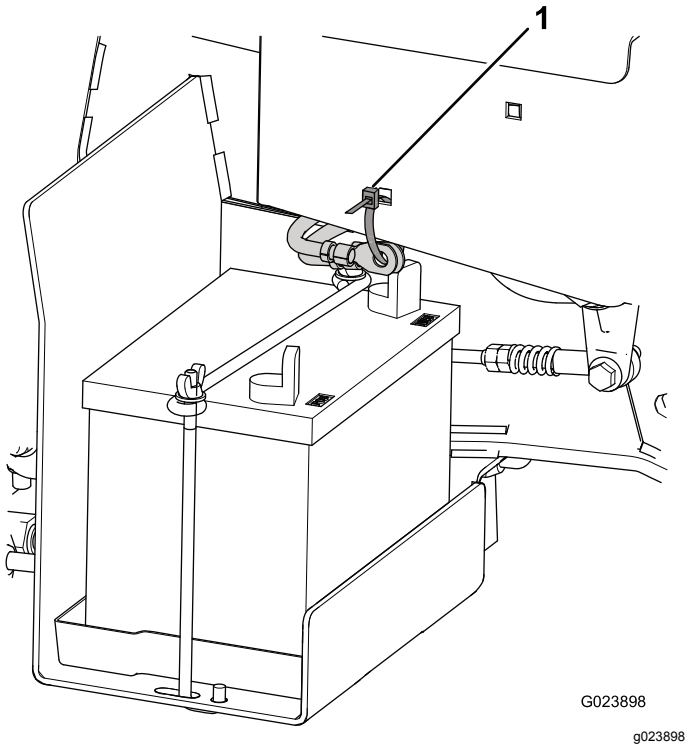

Figur 4
1. Kapa kabelbandet som fäster batterikablarna vid ramen och släng kabelbandet (Figur 4).